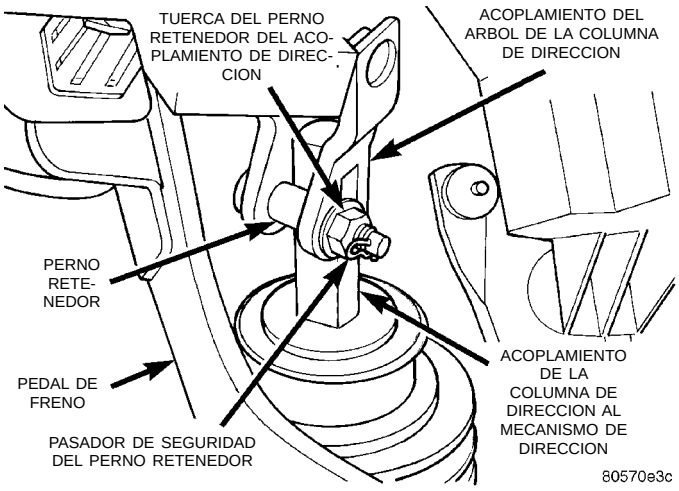

Fig. 3 Fijación de la columna de dirección al acoplamiento
(1) Retire el pasador de seguridad del perno retenedor del perno retenedor del acoplamiento del árbol de la columna de dirección (Fig. 3).
(2) Afloje la tuerca de retén del perno retenedor del acoplamiento (Fig. 3) del acoplador de dirección. **(La tuerca del perno retenedor está encastrada en el acoplador y no puede retirarse.)** Después separe el acoplamiento del árbol de la columna de dirección del acoplamiento de la columna de dirección al mecanismo de dirección.
(6) Asegúrese de que las ruedas delanteras del vehículo se encuentran en la posición de línea recta hacia adelante y entonces alinee y fije la columna de dirección al acoplamiento de dirección (Fig. 3). Instale el perno retenedor del acoplamiento (Fig. 3).
Apriete la tuerca del perno retenedor con una torsión de 28 N·m (250 libras pulgada). **Asegúrese de instalar el pasador de seguridad del perno retenedor de los acoplamientos de dirección superior e inferior (Fig. 3).**